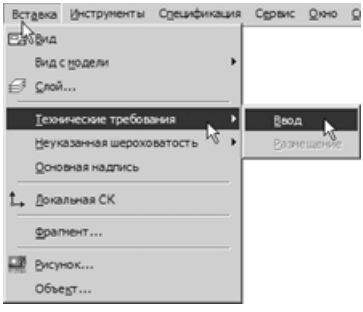

Рис. 3.73
- Выполните команду **Вставка | Технические требования |Ввод** (рис. 3.73).